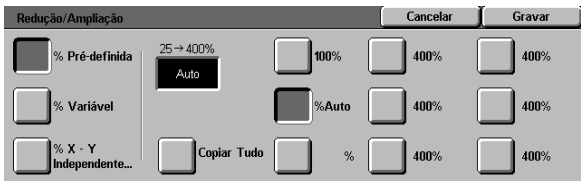

Figura 15: % Pré-definida de Redução/ Ampliação
2. No ecrã Redução/Ampliação, seleccione a opção **% Pré-definida**, tal como ilustrado na Figura 15.